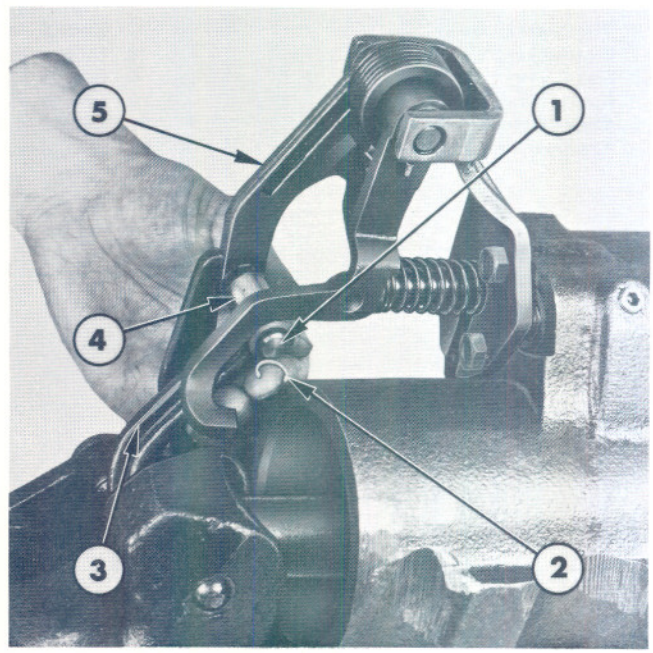

Figure 27
3. Remove the snap ring from the end of the draft lever to actuating lever pivot pin, Figure 27.